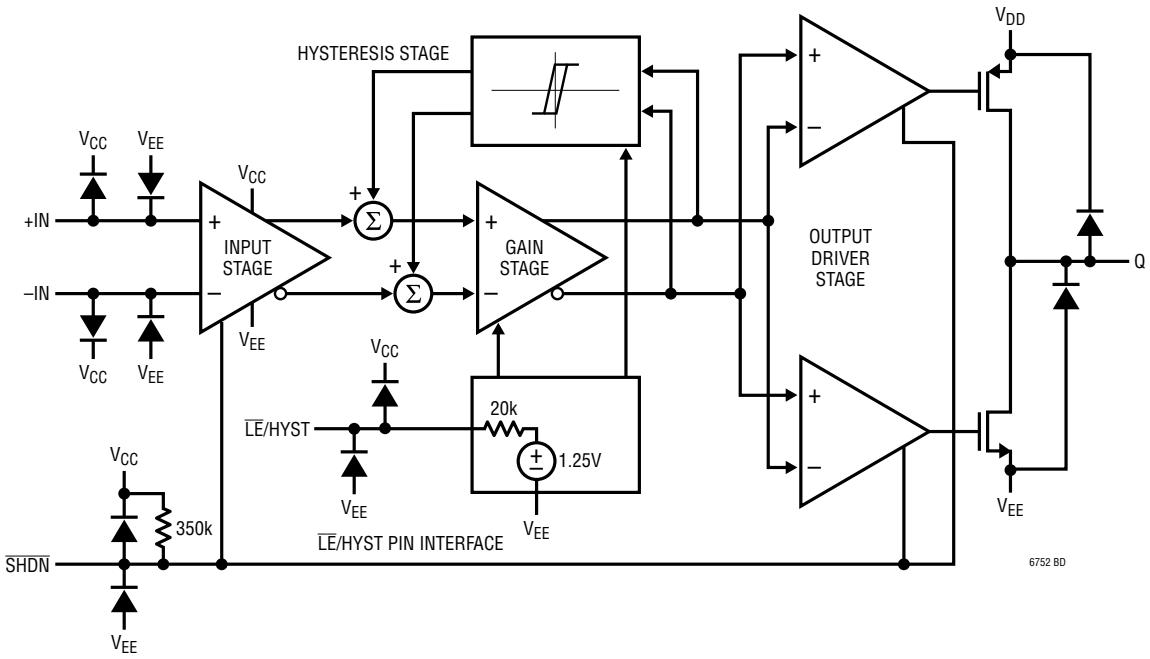

Figure 1. LTC6752/LTC6752-1/LTC6752-2/LTC6752-4 Block Diagram
The block diagram is shown in Figure 1. There are differential inputs (+IN, –IN), a negative power supply (V_{EE}), two positive supply pins: V_{CC} for the input stage and V_{DD} for the output stage, an output pin (Q), a pin for latching and adjusting hysteresis ($\overline{LE}$/HYST), and a pin to put the device in a low power mode ($\overline{SHDN}$). In the LTC6752 and LTC6752-1, the two positive supply pins are bonded together and referred to as V_{CC}. The signal path consists of a rail-to-rail input stage, an intermediate gain stage, and an output stage driving a pair of complementary FETs capable of taking the output pin to either supply rail. A Latching/Hysteresis interface block allows the user to latch the output state and/or remove or adjust the comparator input hysteresis. All of the internal signal paths make use of low voltage swings for high speed at low power.
The LTC6752 family members have reverse-biased ESD protection diodes on pins as shown in Figure 1.